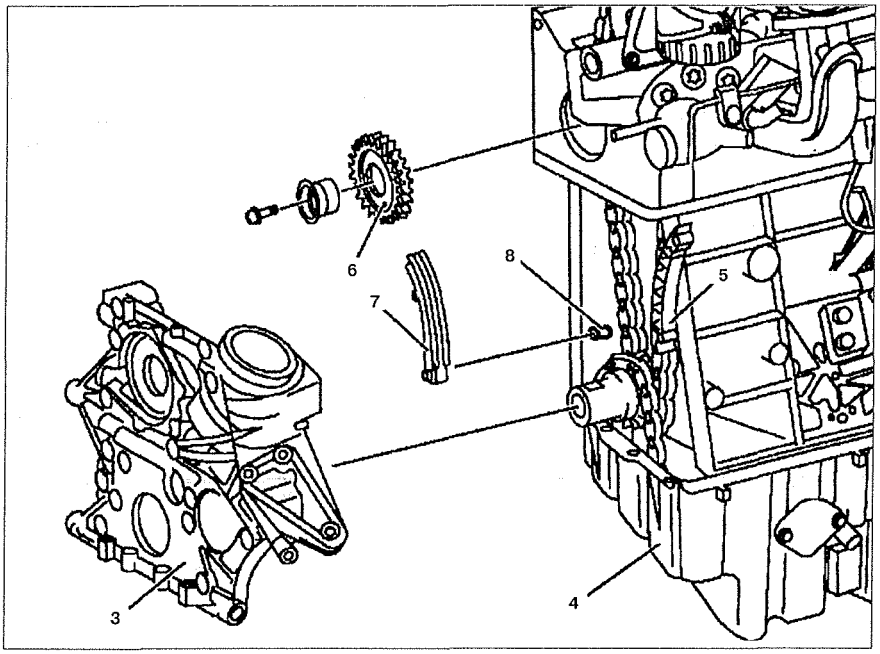

Рис. 5.14. Натяжной рычаг цепи ГРМ:
1. Снимите крышку цепи ГРМ **3** (см.рис.5.14). Поддон **4** снимать не нужно. Открутите болты крепления крышки цепи ГРМ **3**. Ослабьте остальные болты крепления поддона. Не повредите прокладку поддона, осторожно снимите крышку цепи ГРМ **3**, и, при необходимости, замените ее.